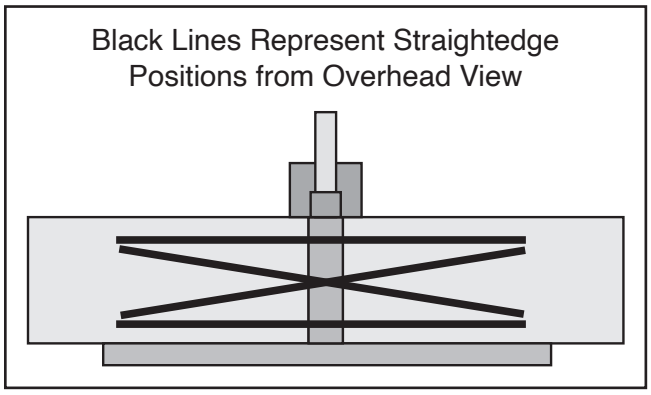
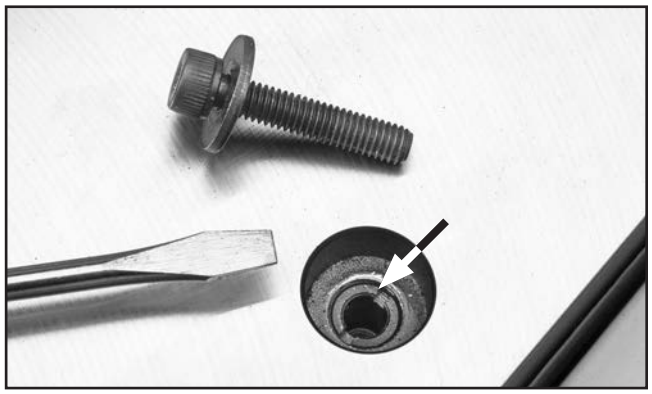

Figure 48. Example of straightedge positions for checking infeed/outfeed table parallelism.
Figure 50. Leveling adjuster location.
3. Place straightedge in the positions shown in **Figure 48**. In each position, straightedge should sit flat against both outfeed table and infeed table.
5. Use flat head screwdriver to rotate leveling adjuster(s) (see **Figure 50**) until straightedge lays flat across both tables, in positions shown in **Figure 48**.